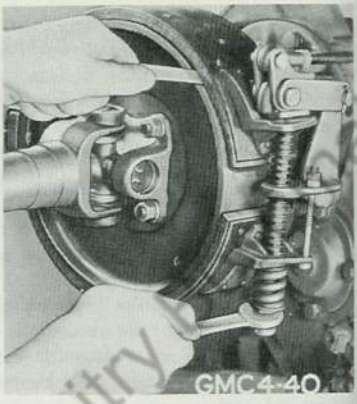

Fig. 10 Hand Brake to Drum Clearance at Top is Adjusted as Shown
4. Refer to Fig. 10 and loosen lock nut and draw up adjuster bolt nut until there is .020" clearance between upper end of band and brake drum. Clearance should be measured about 1½" from end of lining. When adjustment is completed tighten locknut.